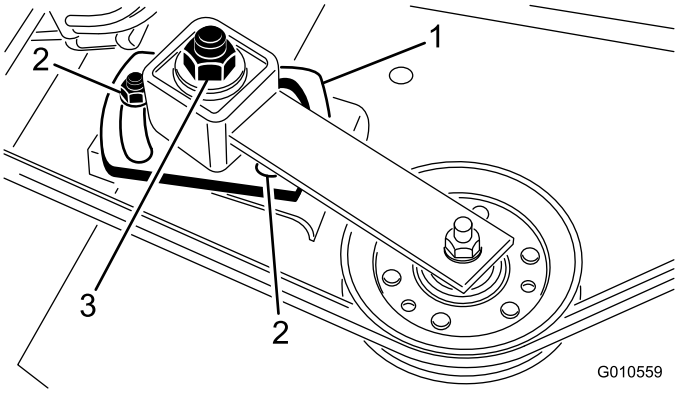

Figuur 30
6. Gebruik een inbussleutel en een momentsleutel en draai de stelmoer van de spanpoelie vast met 47-54 Nm (Figuur 30).